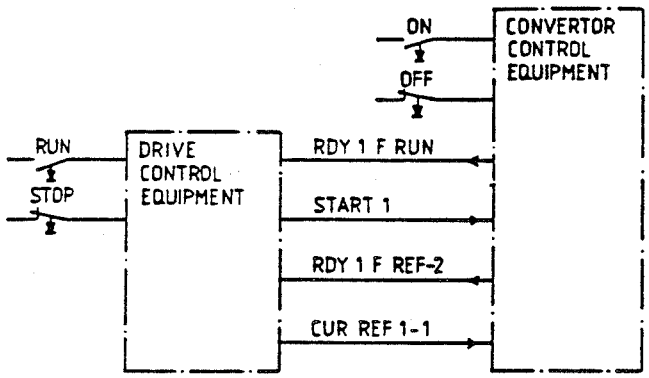

Fig. 2
To simplify the description it is assumed that the converter is a power module where the input signal is current reference and the output signal is rotor and field current. The converter is turned on by means of a pushbutton or relay (ON), see Fig. 2. Acknowledgement that the converter has been switched on is READY FOR RUN. This acknowledgement is transmitted to the drive control equipment. This signal allows the drive control system to order start (START 1). The start order instructs the rest of the converter to be switched on.